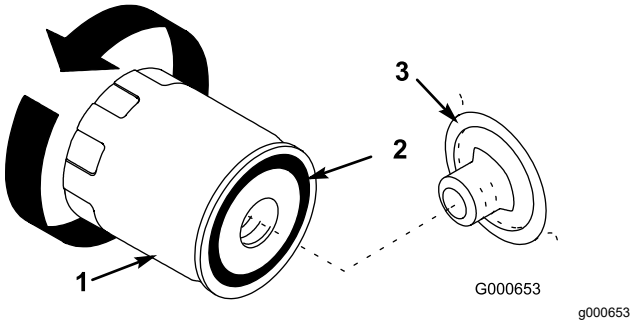

Rysunek 27
7. Wyjmij stary filtr i wytrzyj powierzchnię uszczelki adaptera filtra (Rysunek 27).
10. Nanieś cienką warstwę świeżego oleju na gumową uszczelkę nowego filtra (Rysunek 27).
11. Zainstaluj nowy filtr oleju w adapterze. Obracaj filtr oleju w kierunku zgodnym z ruchem wskazówek zegara, aż gumowa uszczelka zetknie się z adapterem, a następnie obróć filtr o dodatkowe pół obrotu (Rysunek 27).